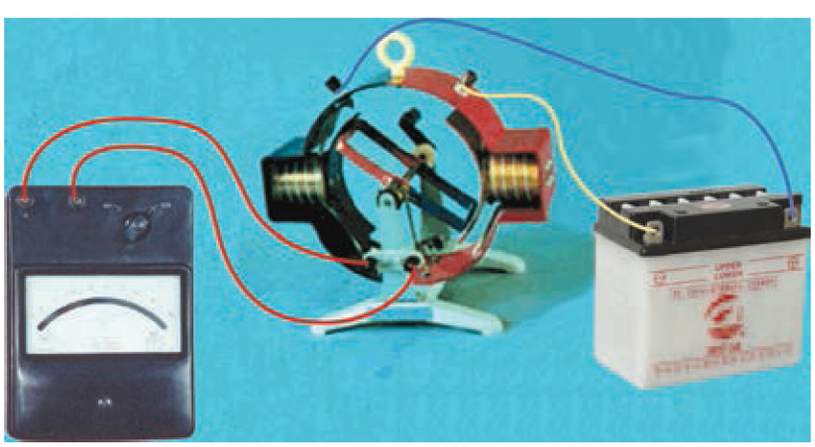

图 2-1-2 电机原理说明器
2. 将上述电路中的小灯泡换成零刻度居中的电流表，启用如图 2-1-2 所示的电机原理说明器. 缓慢、匀速转动手柄，可以看到电流表的指针如何摆动？这又说明了什么？